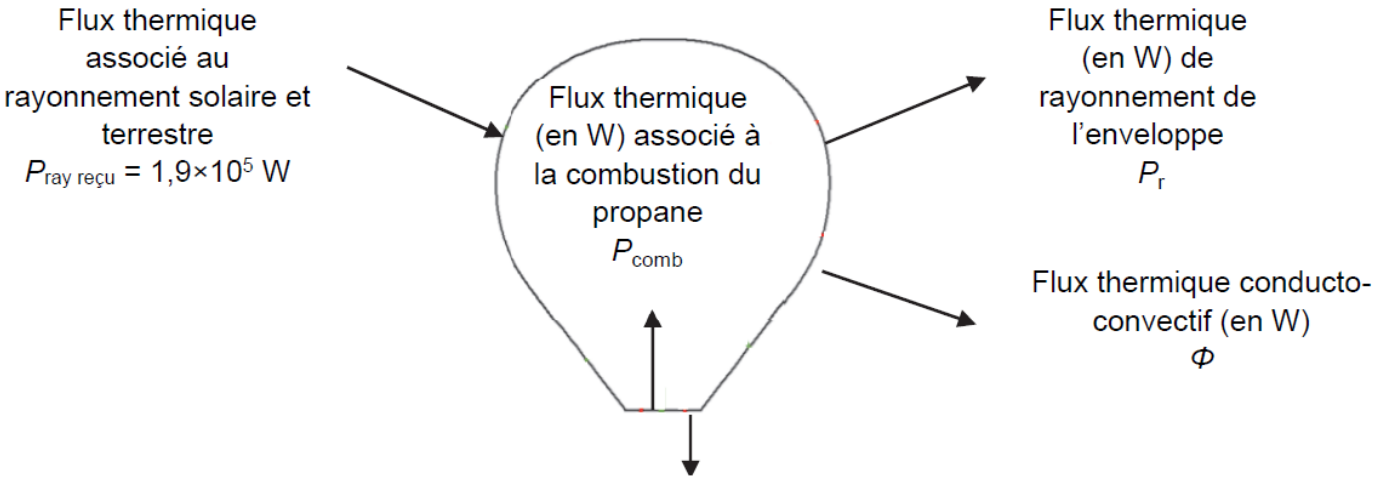

Figure 3. Bilan de puissance du système
La figure 3 présente les transferts thermiques qui ont lieu entre le système {ballon} et le milieu extérieur. On rappelle que le ballon représente l'enveloppe en nylon et l'air contenu à l'intérieur. En régime stationnaire, la montgolfière est en équilibre thermique.
2.2. À l'aide de la figure 3, établir une relation littérale entre les flux thermiques impliqués pour le système lorsque la montgolfière est à l'équilibre thermique.